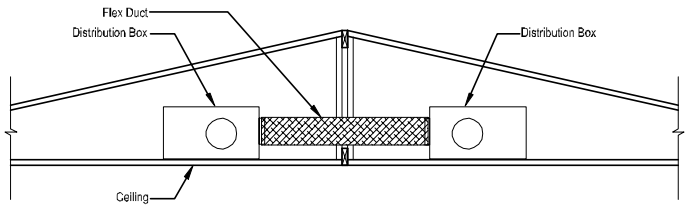

Figure 50. *Duct crossover located in the roof cavity*
2. **Join ducts.** Using the provided flexible duct, join the distribution boxes in each section of the home as shown in **Figure 50**, cutting off any extra duct length to keep the duct as straight as possible. The duct is connected to one side of the home.